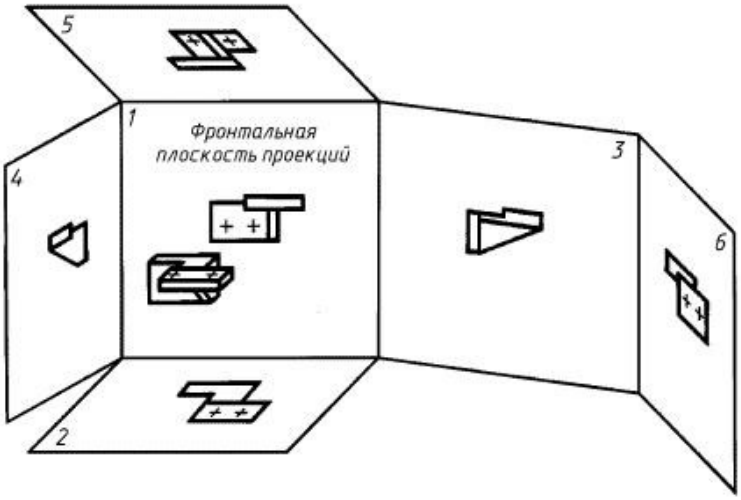

Рисунок 1
2. Масштабы изображений на чертежах должны выбираться из следующего ряда: Изображения предметов на чертеже следует выполнять по методу прямоугольного проецирования. При этом предмет предполагается расположенным между наблюдателем и соответствующей плоскостью проекций (см. рисунок 1).